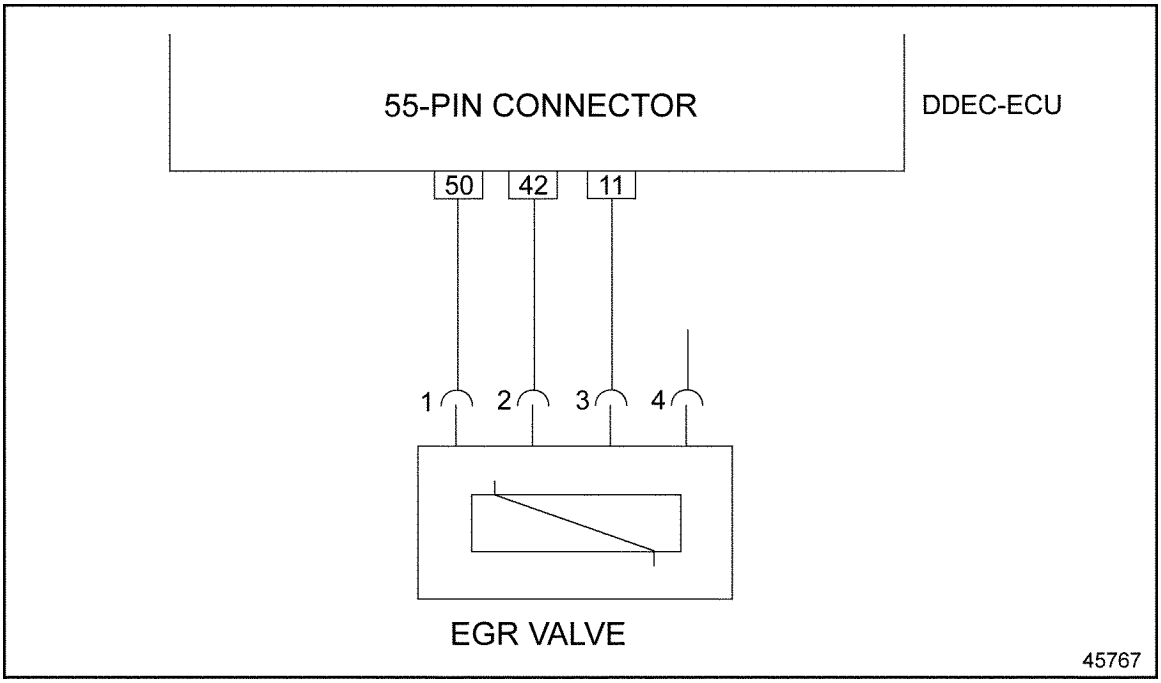

Figure 4-7 EGR Valve Wiring Diagram
1. If fault code s 146/12 is active, check the engine harness wiring from the 55-pin connector to the EGR valve connector. See Figure 4-7.